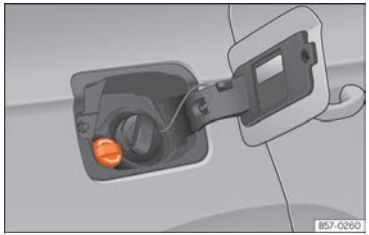

Fig. 190 Tap de la boca d'ompliment del dipòsit d'AdBlue®.
- Obriu la tapa del dipòsit ››› fig. 190.
- Feu girar el tap de tancament de la boca d'ompliment d'SCR cap a l'esquerra ››› fig. 190.